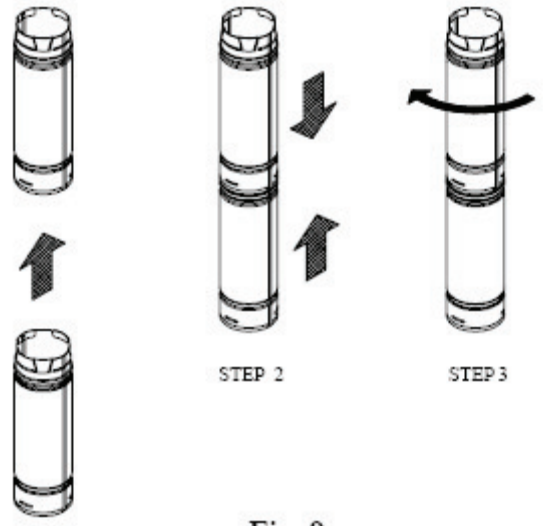

Fig 9
5. **Pipe Assembly.** Sections of Simpson Dura-Vent round pipe are joined together by lining up the female end of the locking lug with the male end slot, pushing them together, and turning clockwise to twist lock. Refer to Figure 9. Sheet metal screws are not needed for 3" through